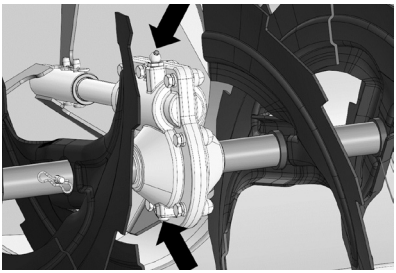

Рис. 32. Обслуживание редуктора
1. Очистите от загрязнений винт в нижней части редуктора, пресс-маслёнку в верхней части редуктора и корпус редуктора вокруг них (Рис. 32).
3. Выкрутите винт в нижней части редуктора и подложите под нижнее отверстие в редукторе кусок ветоши (Рис. 32).
4. Установите наконечник шприца на пресс-маслёнку и начните заправлять смазку в редуктор (Рис. 32).